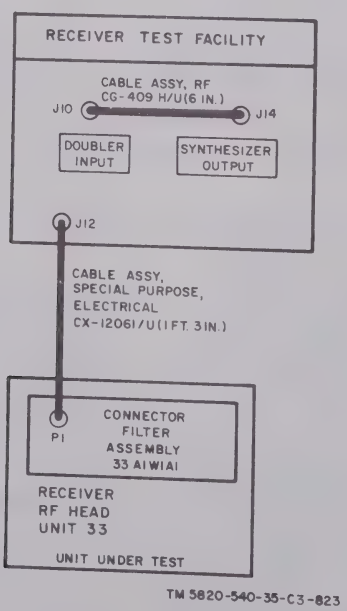

Figure 4-228. Receiver RF head, 33, alignment, test setup.
(1) Connect the test equipment as shown in A, figure 4-228.
(2) Set the receiver test facility switches as follows:
(5) Tighten the clamp of gear A while insurin that meter M1 indication remains at maximum.
(6) Set receiver test facility switch S1 to OF
(7) Set the power supply voltage control full counterclockwise and set the current limiter contr to 0.3A.
(8) Connect the test equipment as shown in F figure 4-228.
(9) Adjust the power supply output voltage t 57.4 volts.
(10) Remove frequency mixer stage 33A7.